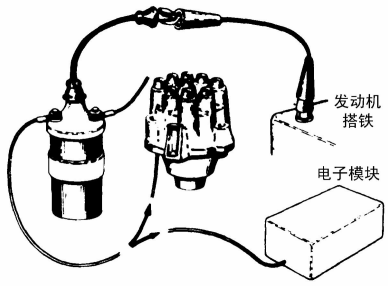

图 7　断电器触点点火系统
1、从分电器中央高压线及发动机或车架处的地线上拆下点火线圈，如图 7 所示。